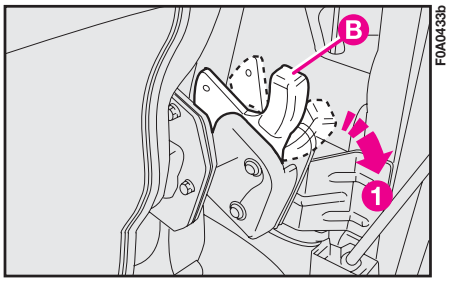

fig. 127
– release the right locking lever **B-fig. 127** moving it to **1** ("released lever"); do the same on the left side then lower the seat back and tip the seat forward. This operation is made friendly by two springs. Make sure the seat is completely tipped.
– seat back anchoring levers, both right and left **B-fig. 127** must be at **I** (released); otherwise move both levers to position **I**;